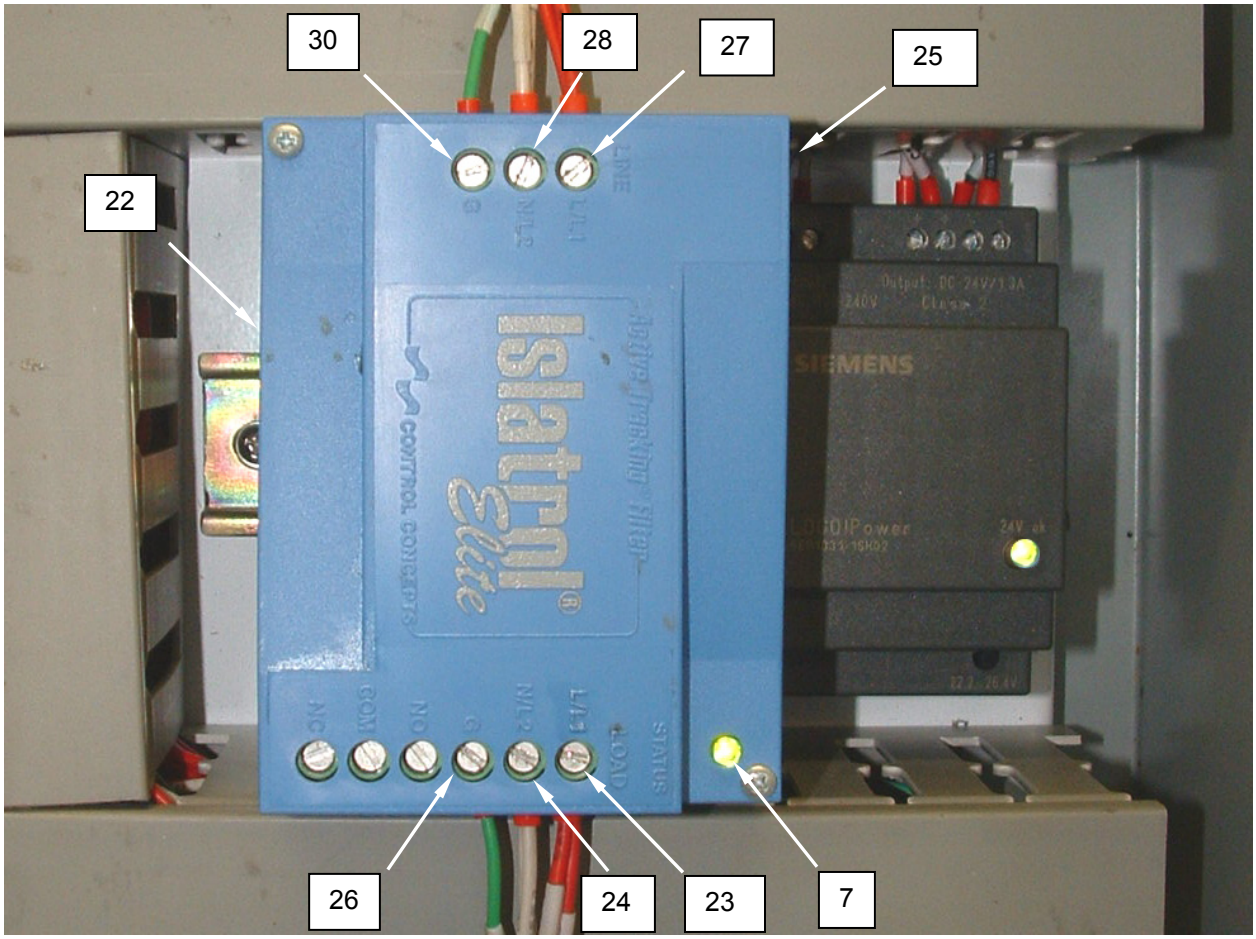

Figure 16. Test Surge Arrestor.
3. Ensure the indicator LED **(Figure 16, Item 7)** is lit.
4. Use a voltmeter to test for 120 VAC between L1 **(Figure 16, Item 23)** and L2 **(Figure 16, Item 24)** on the LOAD side of the surge arrestor **(Figure 16, Item 25)**.
5. Use a voltmeter to test for 120 VAC between L1 **(Figure 16, Item 23)** and G **(Figure 16, Item 26)** on the LOAD side of the surge arrestor **(Figure 16, Item 25)**.
6. Use a voltmeter to test for 120 VAC between L1 **(Figure 16, Item 27)** and L2 **(Figure 16, Item 28)** on the LINE side of the surge arrestor **(Figure 16, Item 4)**.
7. Use a voltmeter to test for 120 VAC between L1 **(Figure 16, Item 27)** and G **(Figure 16, Item 30)** on the LINE side of the surge arrestor **(Figure 16, Item 29)**.
8. Replace a surge arrestor **(Figure 16, Item 22)** which has the correct input voltage and incorrect output voltage.